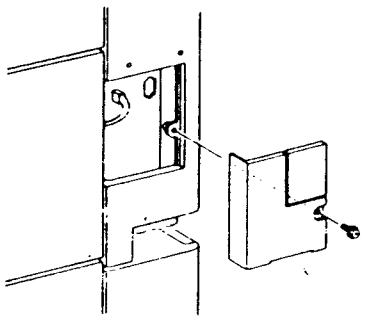

Рис. 1
3. Снимите правую крышку (крышку окошка) (рис. 1).